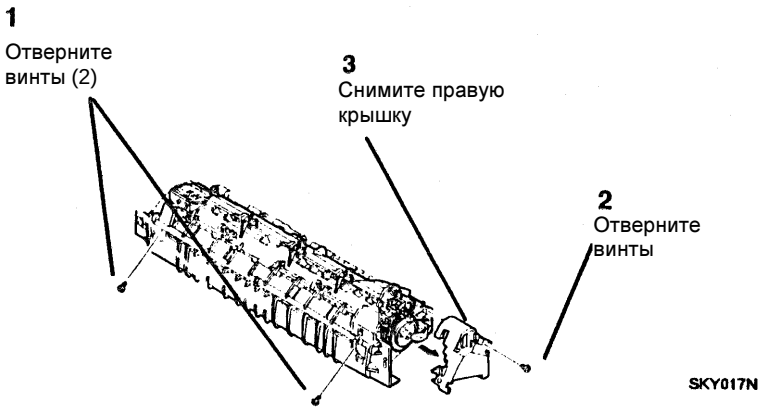

Рисунок 1. Снятие правой концевой крышки
5. (Рисунок 1): Снимите правую концевую крышку и откройте узел.